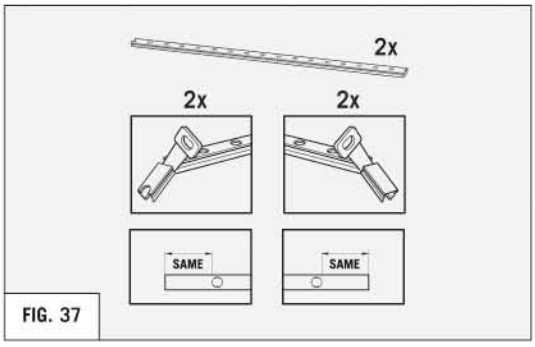

FIG. 37
5. Trim both spacers to the same length as the support rail. **(REFER TO FIG. 37)**